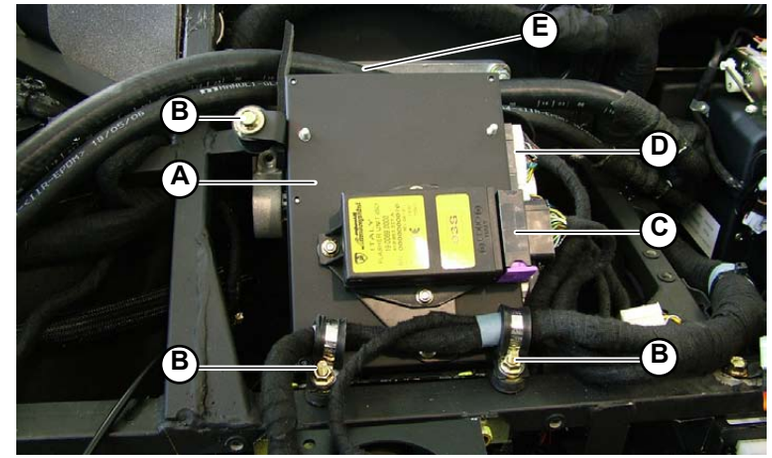

Fig.1
1. Position the GFA (**A-Fig.1**).
2. Secure the GFA to the chassis using the screws (**B-Fig.1**).
3. Connect the indicator light control unit (**C-Fig.1**)**(Point B)**.
4. Connect the side connections (**D-Fig.1**).
5. Secure the air conditioner pipes using a clamp (**E-Fig.1**).